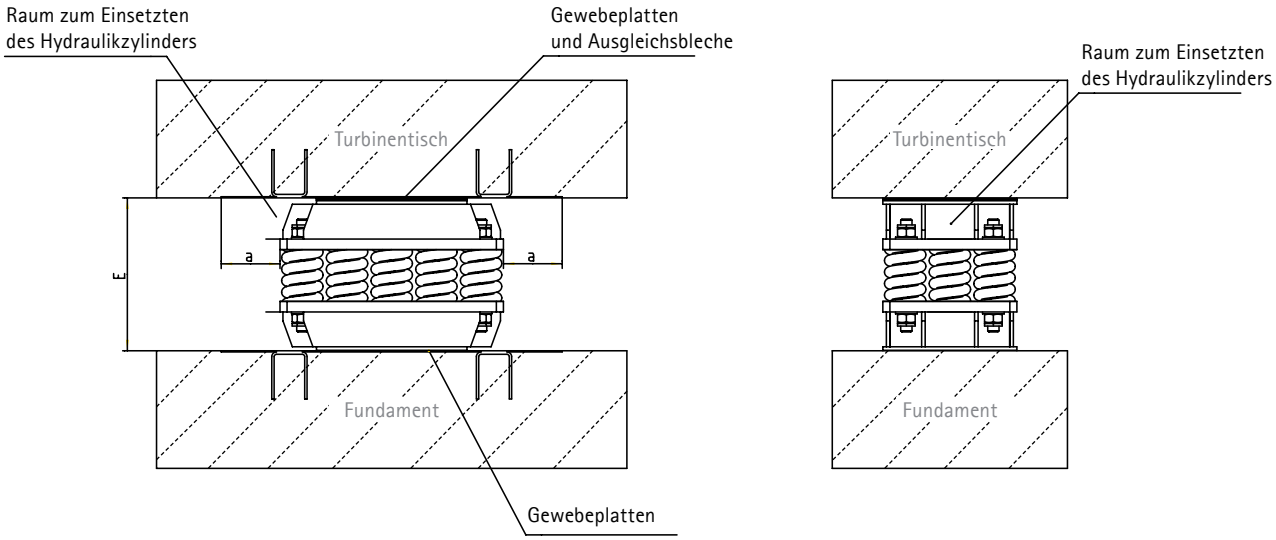

Abb. 5: Installierte Federelemente
Das Montage- und Installationsverfahren variiert je nach zu installierender Maschine. Das Ziel die Schwingungsisolation zu gewähren ist jedoch dasselbe. Abbildung 5 zeigt die endgültige Anordnung des eingebauten Federelements zwischen Fundament bzw. Säule und dem Maschinen- bzw. Turbinentisch.
Die Federelemente werden standardmäßig im vorgespannten Zustand auf Höhe (E) eingebaut und nach der Installation aller lastrelevanten Hauptbaugruppen (Turbine, Generator, Getriebe usw.) entspannt und ausgerichtet. Dazu werden die Federelemente von mindestens zwei Hydraulikzylindern komprimiert; siehe Abb. 5. Neben den Federelementen muss ausreichend Platz (a) sein, um die Hydraulikzylinder entsprechend anbringen zu können.